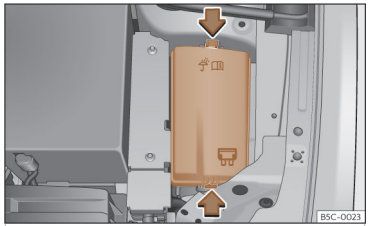

Abb. 212 Im Motorraum: Abdeckung des Sicherungskastens.
- Verriegelungstasten drücken, um die Abdeckung des Sicherungskastens ››› **(Abb. 212)** zu entriegeln.